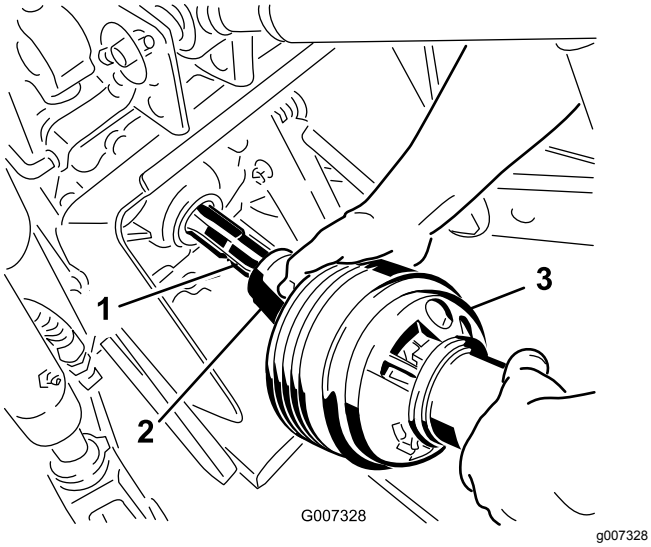

**Figur 24**
3. Koppla ihop kraftuttagsaxeln med traktorenhetens bakre kraftuttagsaxel (Figur 24).